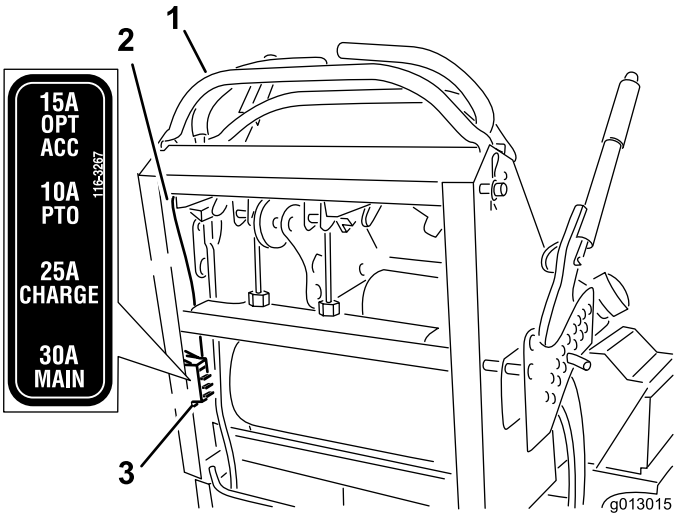

**Figur 54**
2. Dra ut sikringen for å fjerne og bytte den ut (Figur 54).